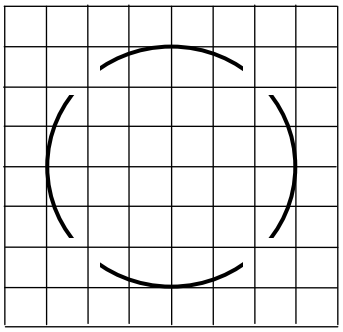

Рис. 11.
25. Определить частоту f исследуемого сигнала генератора, напряжением которого осуществляется круговая развертка. Напряжение генератора с образцовой частотой f_o = 1000 Гц подано на модулятор яркости ЭЛТ. Осциллограмма, полученная на экране ЭЛТ, представлена на рис. 11.